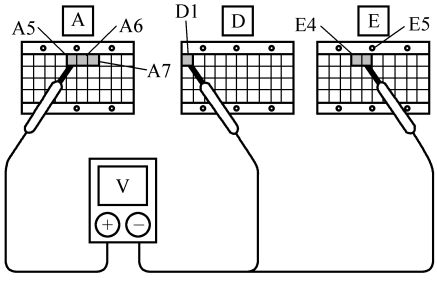

图 5-51　端子间的电压测量
① 断开点火开关，连接信号检查线。
② 打开点火开关，测量端子 A5、A6、A7 和端子 D1、E4、E5 间的电压，见图 5-51。